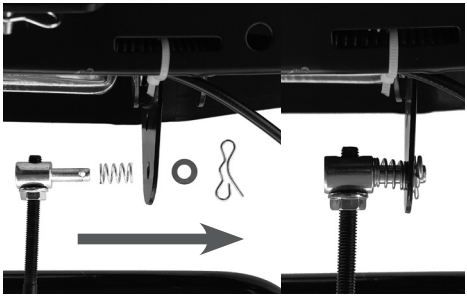

Рис. 15 Подключение тяги к рычагу переключения передач
- установите верхний конец тяги с регулировочным механизмом в отверстие рычага переключения передач, как показано на Рис. 15 и зафиксируйте тягу шплинтом;